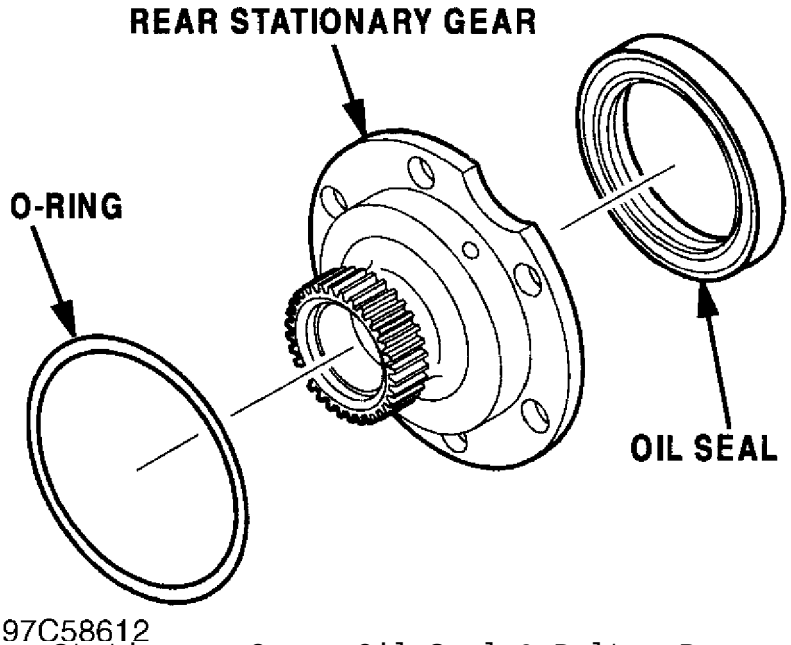

Fig. 2: Rear Stationary Gear, Oil Seal & Bolt - Remove & Clean
6. After the (RS) gear is pried loose, remove the one bolt used to hold it in place, and remove the (RS) gear assembly.
7. Remove the O-ring and oil seal, and clean the (RS) gear. After (RS) gear is cleaned, use shop air to remove any remaining debris. See Fig. 2.